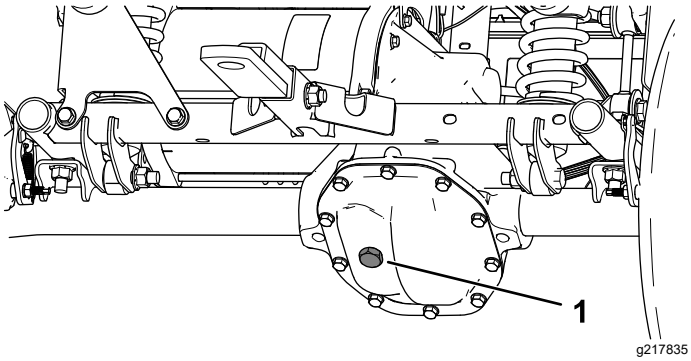

Figuur 51
4. Verwijder de vulplug op de transaxle (Figuur 51).
5. Als het vloeistofpeil te laag is, verwijder dan de vulplug en vul bij met de aanbevolen vloeistof tot deze uit de opening stroomt (Figuur 51).
4. Verwijder de vulplug op de transaxle en vul de transaxle met de aanbevolen vloeistof tot deze uit het gat loopt (Figuur 51).